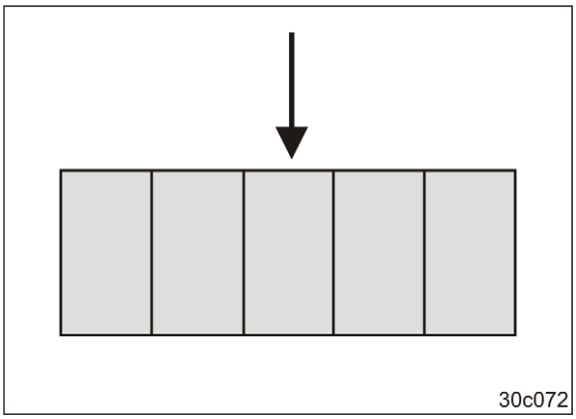

Fig. 200
1. Tryk på Shift-tasten på **AMATRON+** betjeningsterminalen, og aktivér symbolet (Fig. 200).
1. Fjern symbolet (Fig. 200) i **AMATRON+** displayet, så maskinen kan hæves via den integrerede transportramme.
1.1 Tryk på Shift-tasten på **AMATRON+** betjeningsterminalen, og deaktivér symbolet (Fig. 200).